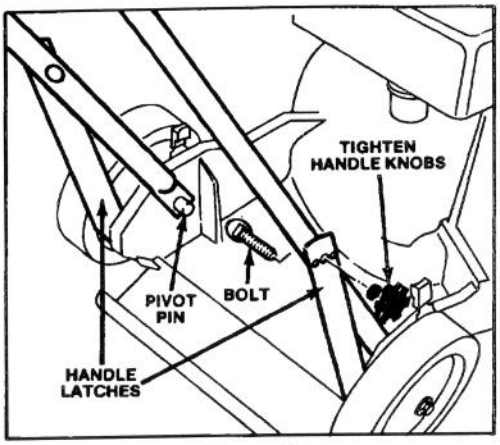

Figure 1
1. LOWER HANDLE (Fig. 1) — Push ends of lower handle together and install on pivot pins. Move handle and latches backward until mounting holes align. Insert bolts through hole in handle latches and install handle knobs (Fig. 1). Tighten securely. Assure control cables are to the rear and inside of handle.